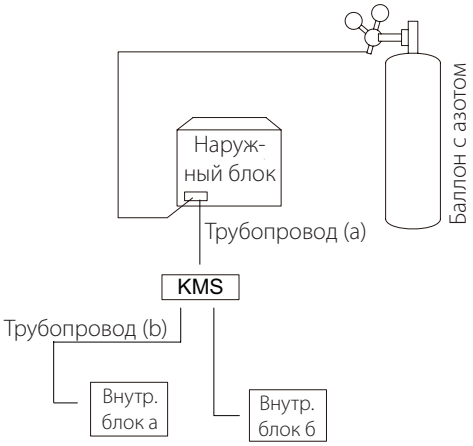

Рис. 5-16
b) Припаяйте трубопроводы хладагента и рефнеты между наружными блоками и коробкой KMS (трубопровод (a) на рис. 5-16), но не присоединяйте трубопровод (a) к коробке KMS.
d) Припаяйте трубопровод хладагента и рефнеты соединения между коробкой KMS и внутренними блоками (трубопровод (b) на рис. 5.16), но не присоединяйте трубопровод (b) к коробке KMS.